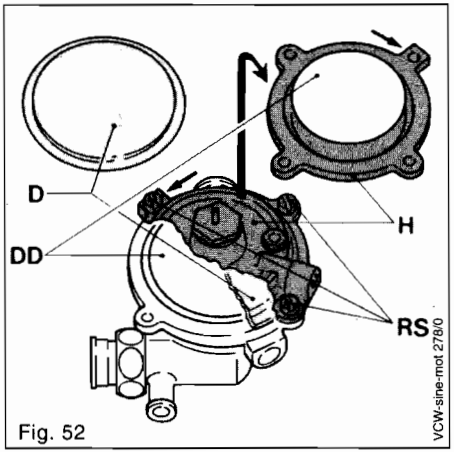

Fig. 52
14.6.3.2 Change of diaphragm (Fig. 52)